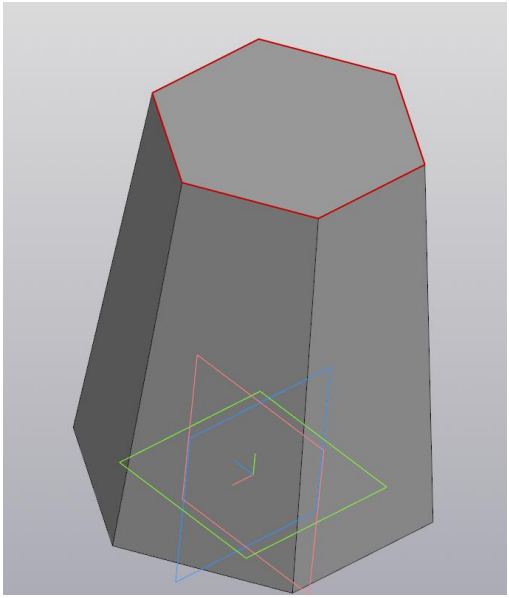

Рис. 8.3
8) Зафиксируйте построение пирамиды (рис. 8.3).